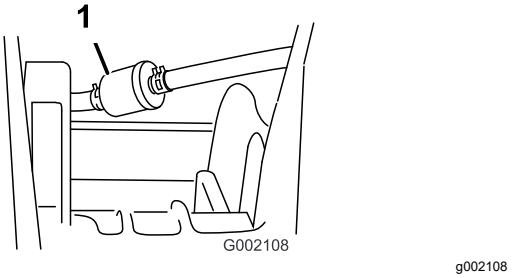

**Figur 42**
5. Ta bort klämmorna som håller fast bränslefiltret på bränsleledningarna (Figur 42).